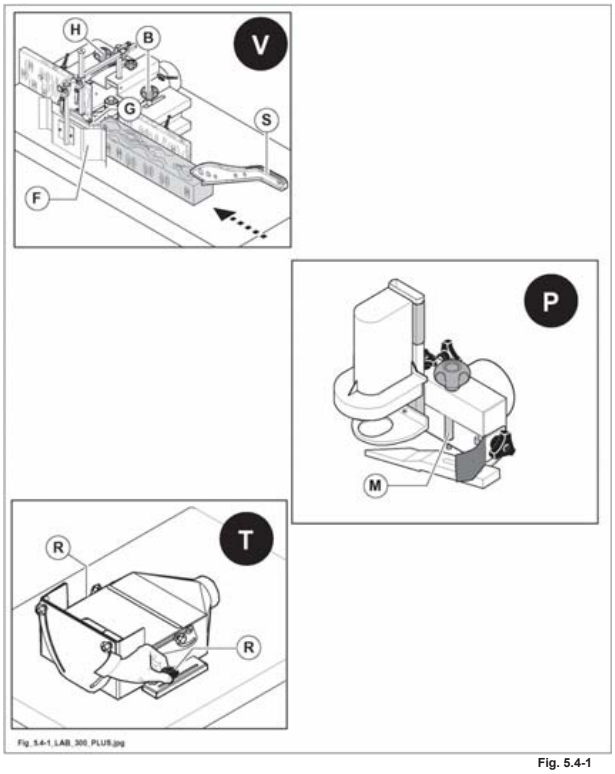

Fig. 5.4-1
- la guida cuffia (V fig. 5.4-1) sia correttamente posizionata e serrata con i pomoli (H, B fig. 5.4-1).
- I pressatori (F e G fig. 5.4-1) siano correttamente posizionati per coprire al massimo l'utensile (vedi paragrafo 9.50A); effettuare l'avanzamento del pezzo in lavorazione utilizzando uno spingilegno (S fig. 5.4-1) o un trascinatore.
- la protezione toupie (P fig. 5.4-1) sia in posizione (con la spina inserita nel foro della piana) e serrata con il perno (M fig. 5.4-1).
- la cuffia per tenonare (T fig. 5.4-1) sia correttamente posizionata e serrata con i pomoli (R fig. 5.4-1).